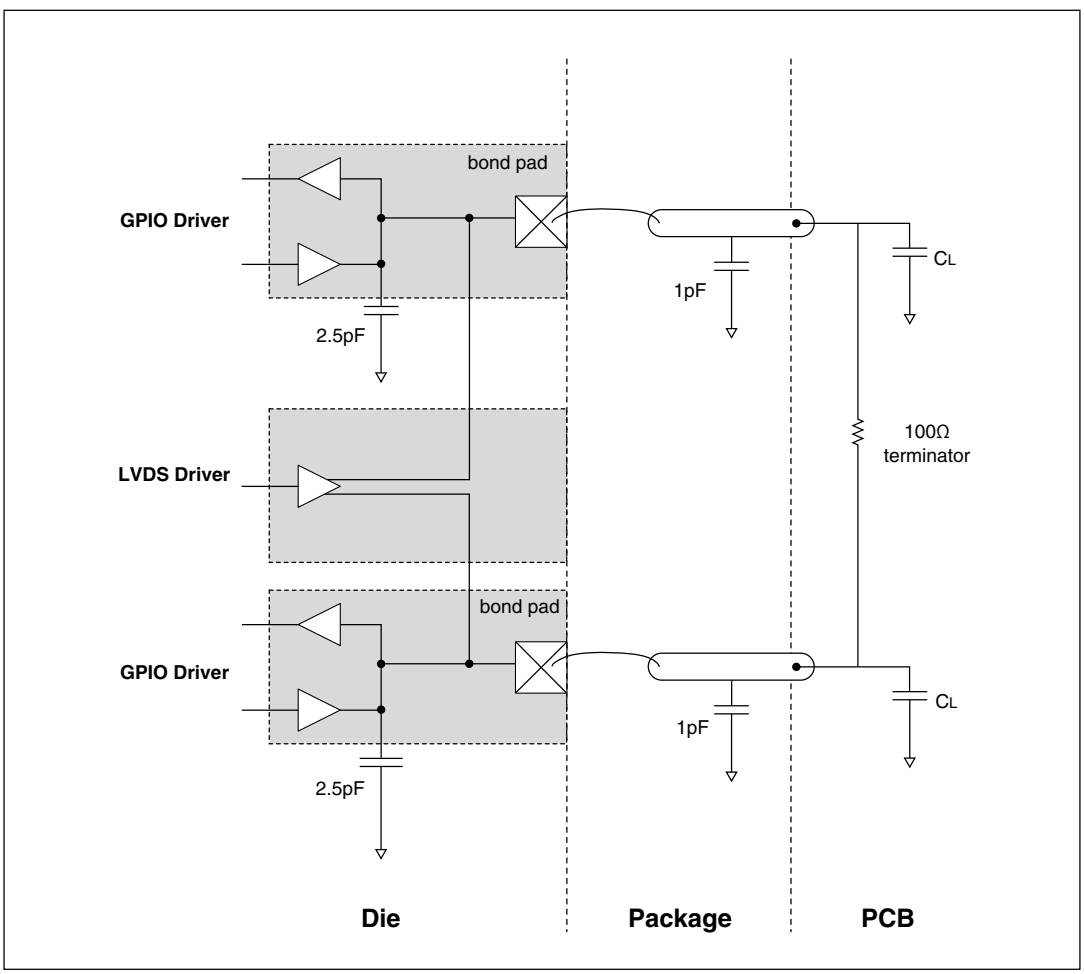

Figure 10. LVDS pad external load diagram
11. Total internal capacitance including receiver and termination, co-bonded GPIO pads, and package contributions. For bare die devices, subtract the package value given in Figure 10
1. The MSC and DSPI LVDS pad electrical characteristics are based on the application circuit and typical worst-case internal capacitance values given in Figure 10.
2. Valid for maximum data rate f_{DATA}. Value given is the capacitance on each terminal of the differential pair, as shown in Figure 10.